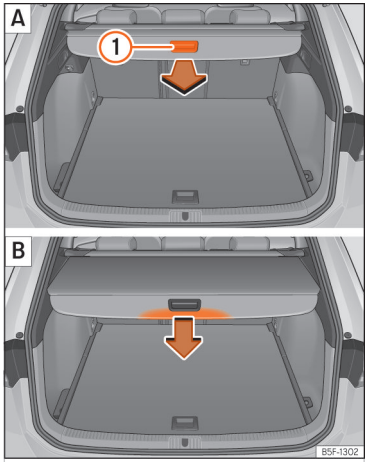

**Fig. 179** In the luggage compartment: extend and retract the shelf.
- Pull evenly on the rear shelf using its handle ››› Fig. 179 (1) in a backwards direction until it audibly clicks into place.
- Press on the handle of the rear shelf in the direction of the arrow to release it ››› Fig. 179 [B].